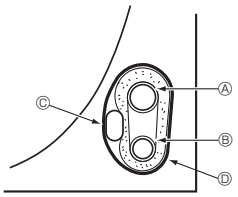

Fig. 4-5
4.4.1. Alojamiento en el espacio para tuberías de la unidad (Fig. 4-5)